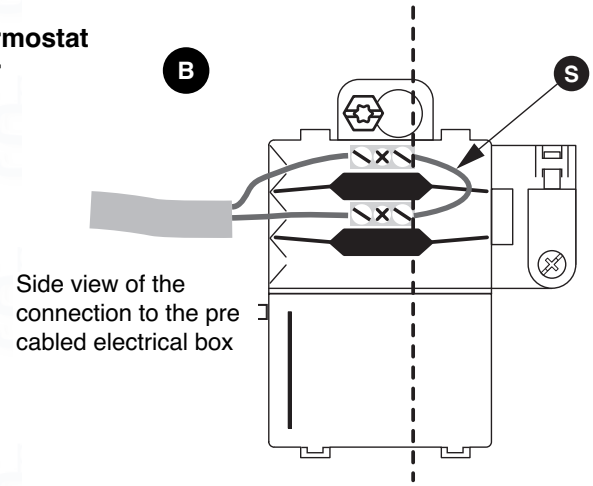

FIG. 12.3
- remove the bridge **S** (Fig. 12.3)
- connect the thermostat in place of the bridge **S** (Fig. 12.3)